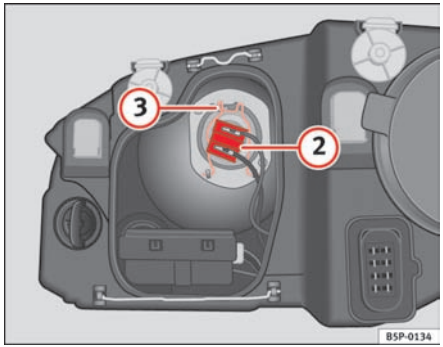

Fig. 166 Dipped headlights
– Remove the connector ⇒ fig. 166 (2) from the bulb.
– Disengage the retainer spring ⇒ fig. 166 (3) pressing inwards and to the right.